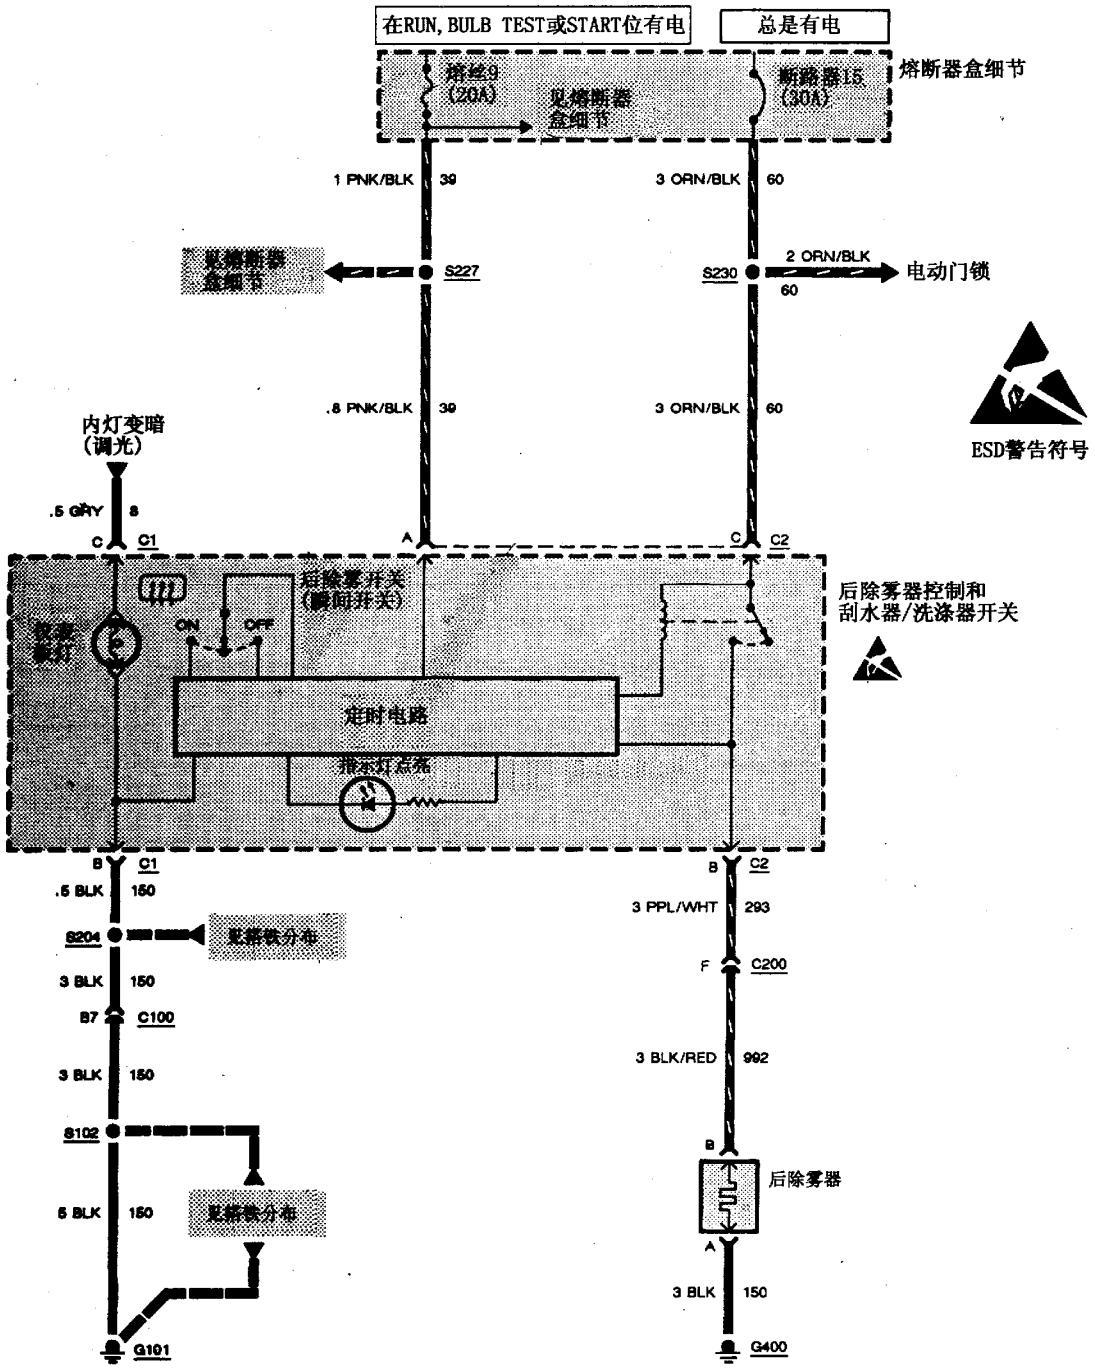

图 7－45　后除雾器
1. 电路图（见图 7－45）
（4）如果前照灯开关置于“PARK”“HEAD”位时，仪表板灯不正常工作，则检查灯泡和与灯泡相连的导线（参见图 7－45）。